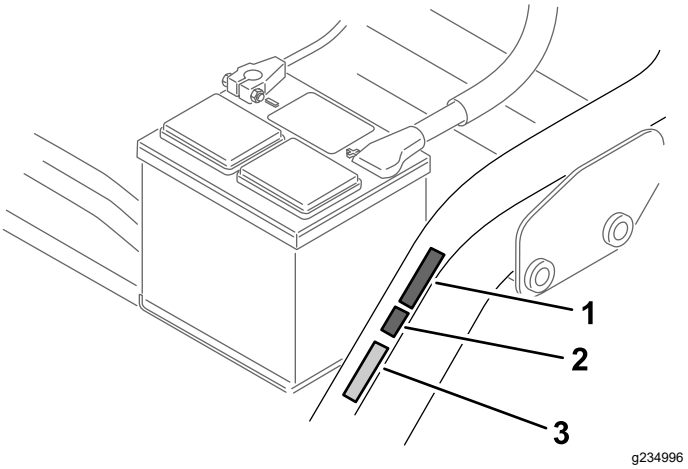

**Figuur 14**
- Breng de CE-markeringssticker aan naast het plaatje met het serienummer (Figuur 14).
- Breng de CE-sticker met het productiejaar aan naast de CE-markeringssticker (Figuur 14).